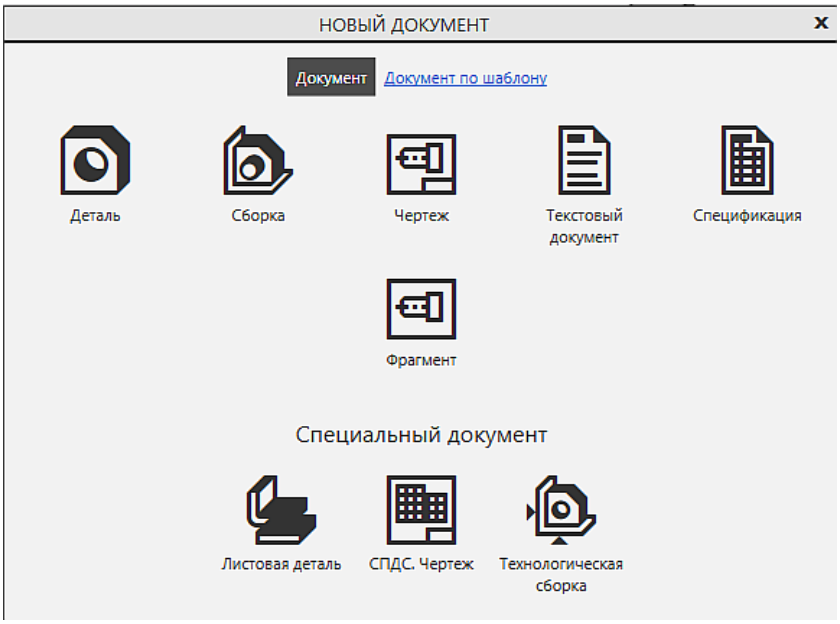

Рис. 1.5
1. На стартовом окне программы в группе Создать нажмите кнопку Листовая деталь (рис. 1.5).